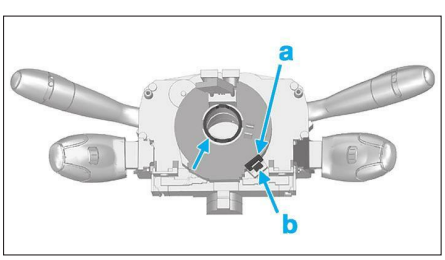

Fig. 4
• Le réglage est garanti par l'alignement de l'encoche (a) et de l'index (b) pour un produit de marque Delphi **(Fig.4)**.
• Appuyer au centre du contacteur tournant (flèche) **(Fig.4)**.
• Contrôler l'alignement de l'encoche (a) et de l'index (b) **(Fig.4)**.